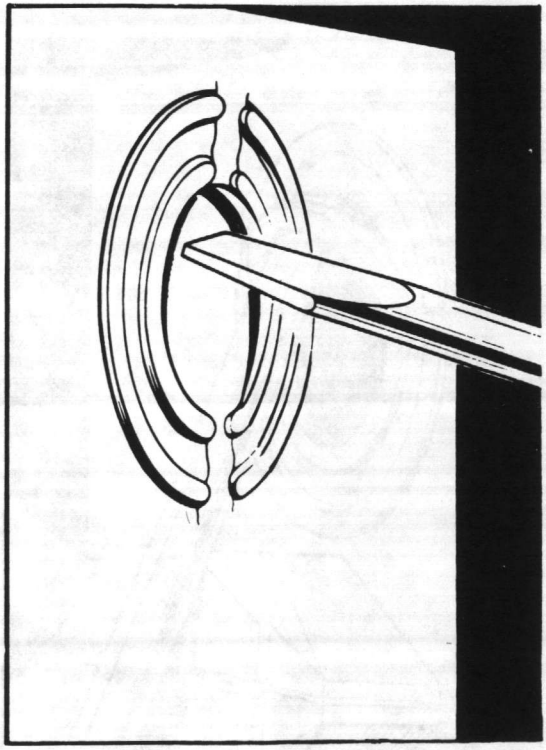

Figure 3-1
a. Place screwdriver blade against point farthest from tie and strike INWARD (Figure 3-1). Bend back and forth to break tie.